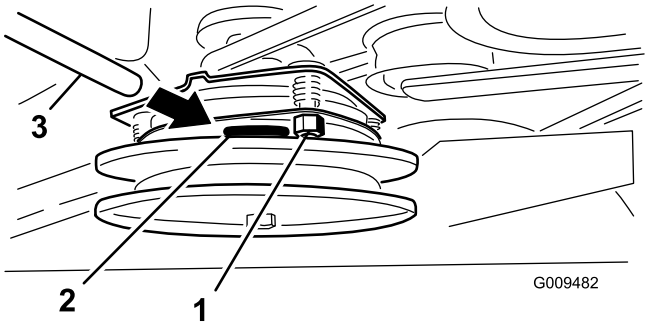

Figur 60
3. Dra åt låsmuttrarna tills du känner ett motstånd i bladmåttet, men ändå kan röra det inom luftgapet (Figur 60) utan problem.